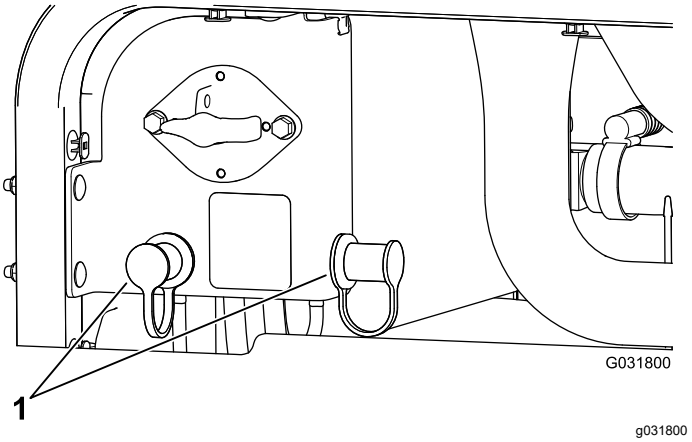

Figuur 107
3. Haal de kappen van de startpolen van de accu (Figuur 107).